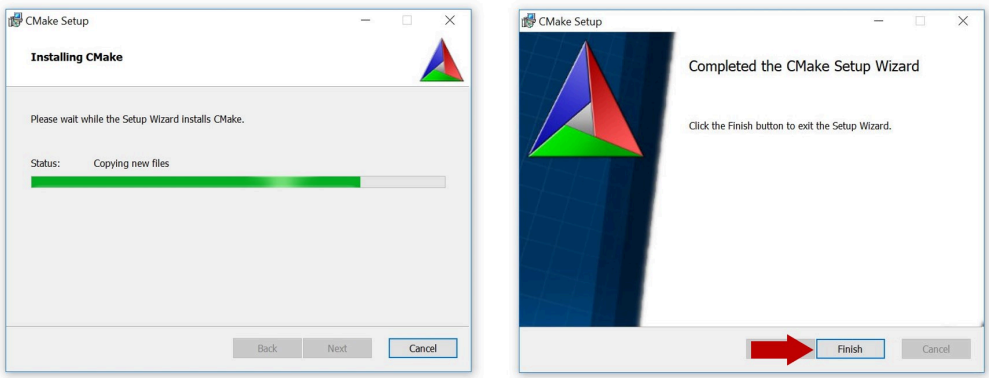

Figure 78. Complete CMake installation
8. Wait a few seconds until the installation is completed and click ***Finish*** as shown in Figure 78: